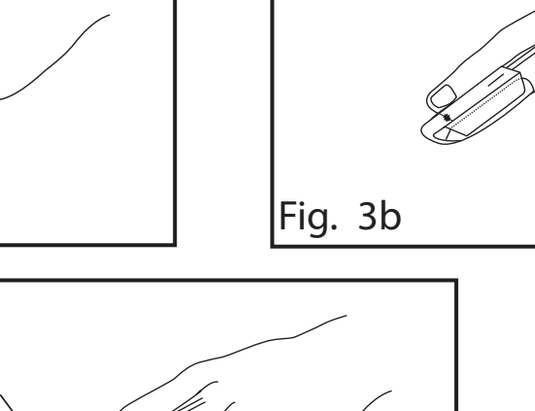

Fig. 3c
3. Pliegue el sensor sobre el dedo con el visor del emisor (estrella roja) ubicado sobre la uña. Fije las aletas hacia abajo alrededor del dedo, una a la vez. Cuando se colocan en forma adecuada, el emisor y el detector deben quedar alineados verticalmente (fig. 3c).